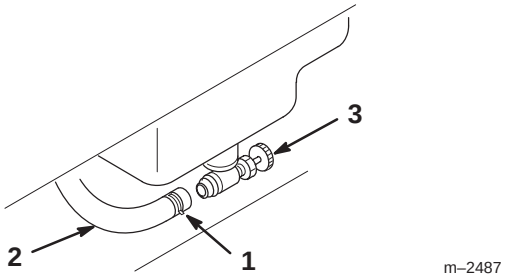

Bild 39
3. Lockern Sie die Schlauchklemme und schieben sie an der Kraftstoffleitung weg vom Kraftstoffhahn nach oben (Bild 39).
4. Ziehen Sie die Kraftstoffleitung vom Kraftstoffhahn ab (Bild 39). Etwas Kraftstoff läuft aus dem Schlauch, wenn er vom Hahn abgezogen wird. Bringen Sie einen Schlauch mit einem Innendurchmesser von 5/16” am Hahn an, damit der Kraftstoff besser in einen Kanister ablaufen kann. Öffnen Sie den Hahn und lassen den Kraftstoff in einen zulässigen Kanister oder ein Auffanggefäß ablaufen. Entsorgen Sie Kraftstoff vorschriftsmäßig.
5. Bringen Sie die Kraftstoffleitung am Kraftstoffhahn an. Schieben Sie die Schlauchklemme ganz an den Hahn heran, um die Kraftstoffleitung abzusichern (Bild 39). Sie sollten den Kraftstoffhahn normalerweise offen lassen, außer wenn Sie die Kraftstoffanlage warten oder die Zugmaschine auf einem Anhänger transportieren.